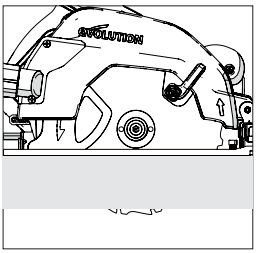

Fig. 12
- În majoritatea cazurilor, adâncimea de tăiere trebuie setată la grosimea materialului ce se va tăia, plus adâncimea a jumătate dintr-un dinte de disc (de la vârful dintelui până la rădăcina sa). **(Fig.12)**
(13) REGLAREA UNGHIULUI DE TĂIERE (ÎNCLINAREA)